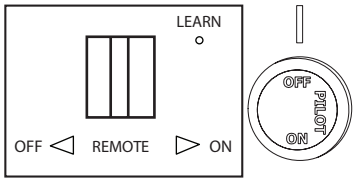

Fig. 17 - Receiver & Control Knob
• Set receiver switch to “ON” position (See Fig. 17).
3. Turn control knob clockwise to the “OFF” position (See Fig. 17).
4. Wait five (5) minutes to clear out any gas. Then smell for gas, including near the floor. If you smell gas, STOP! Follow “B” in the safety information on the page before this. If you don’t smell gas, go to the next step.
5. Push in slightly and turn control knob counterclockwise to the “PILOT” position (See Fig. 17). Depress control knob.